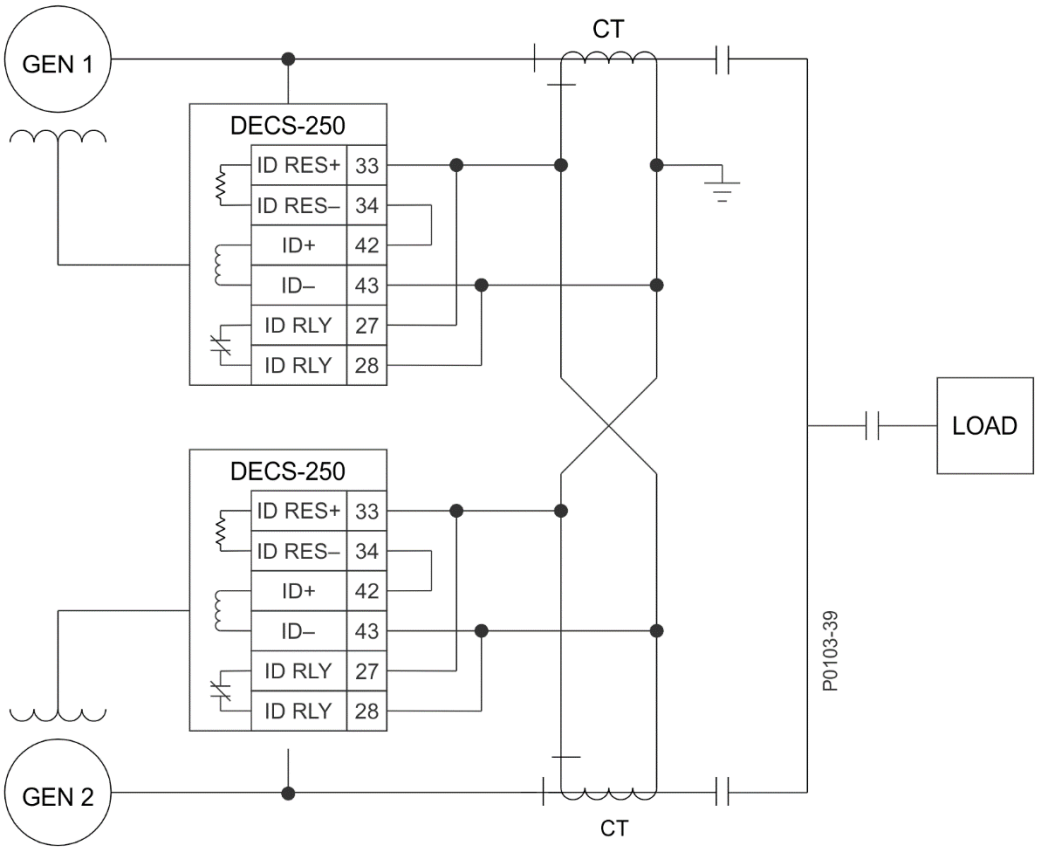

Figure 2-10. Typical Cross-Current Compensation Sensing Connections
A current sensing input for cross-current (reactive differential) compensation is provided at terminals ID+ (42) and ID– (43). Figure 2-10 illustrates typical current sensing connections for two paralleled generators.